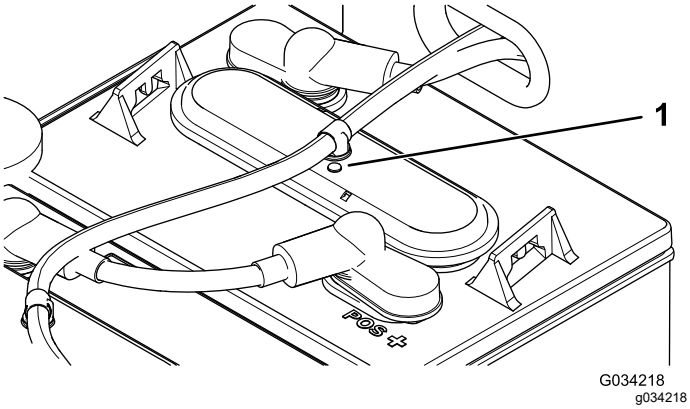

Figura 41
3. Compruebe los testigos de cada una de las baterías para ver si están negros o blancos (Figura 41).